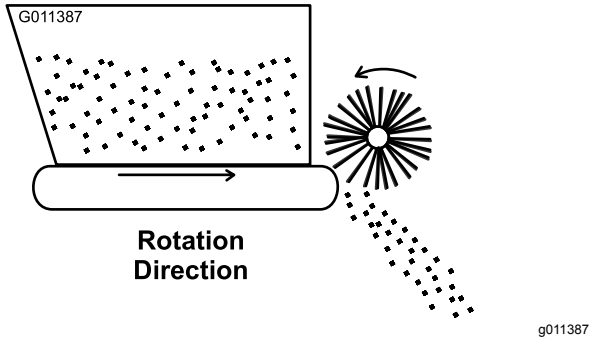

Figur 18
4. Start køretøjets motor, og kontroller transportbåndets og børstens rotation. Sæt køretøjets fjernhydraulikhåndtag i positionen RUN (kør). Rotationen skal se ud som vist i Figur 18. Hvis rotationen er baglæns, skal lynkoblingerne vendes.